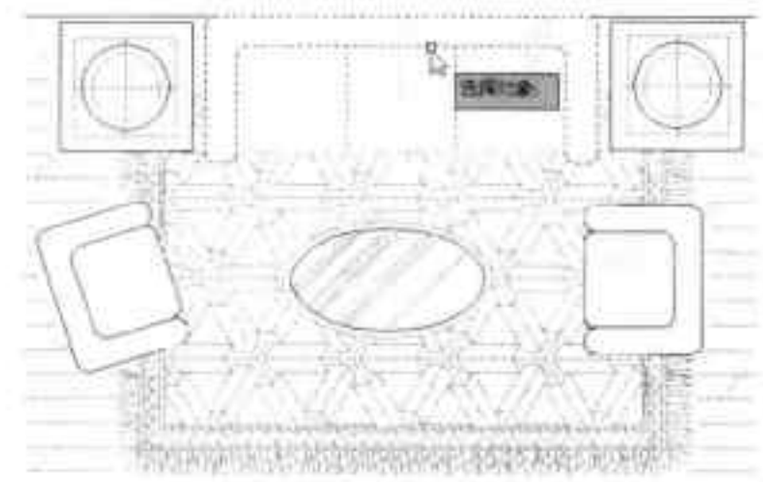

图10-62 选择沙发图块
Step02 执行“插入>数据>超链接”命令，在绘图区中选中沙发图块，如图10-62所示。